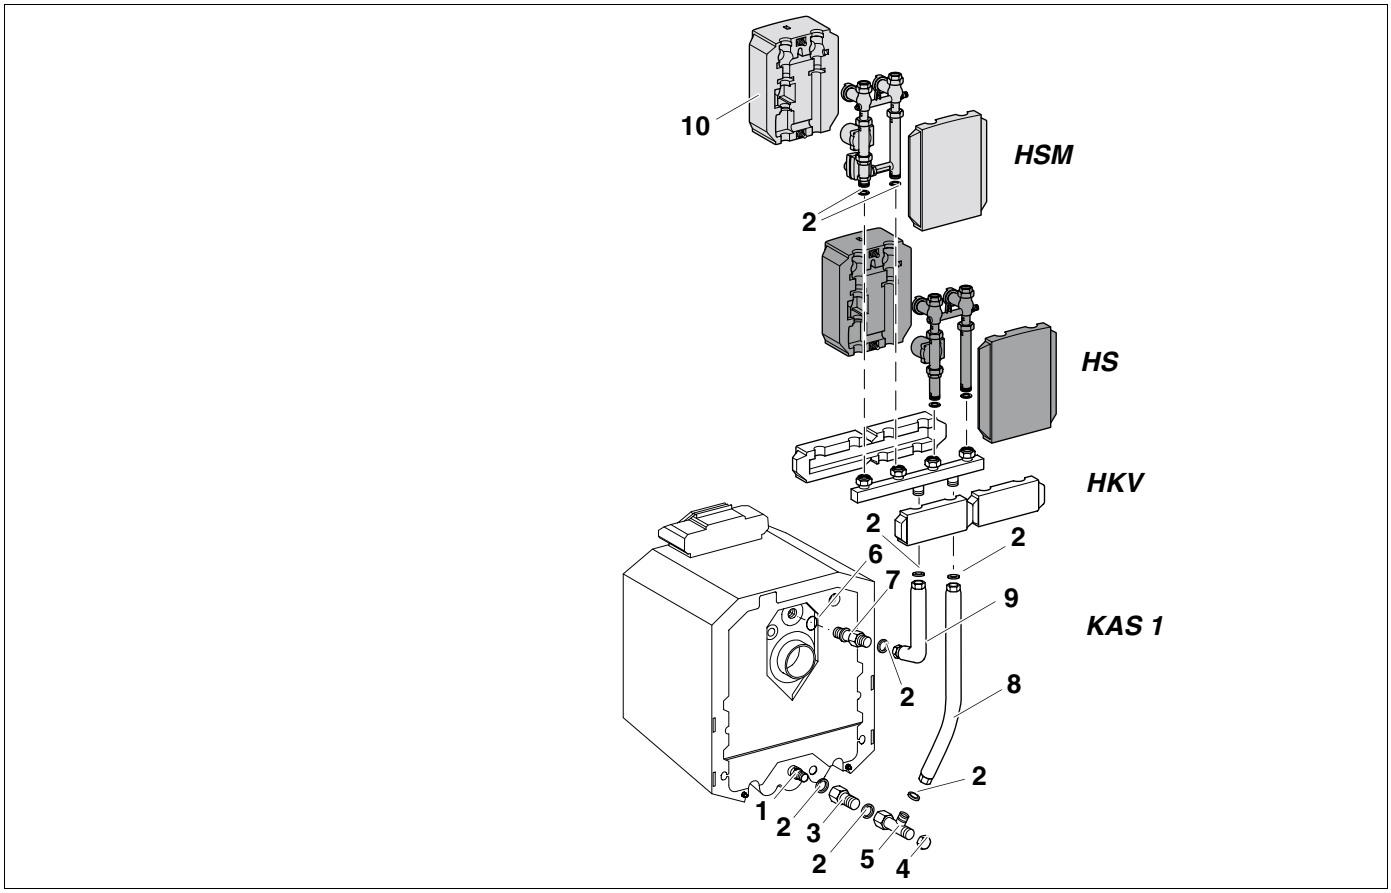

Afb. 4 Opbouw achteraan met verdeelcollector
Legende voor afb. 4
- Schroef de verdeelcollector conform afb. 4 aan de aansluitset voor ketel (KAS 1). Wanneer de verdeelcollector niet conform afb. 4 wordt aangesloten, kan hij niet functioneren, omdat het vertrek en de retour verwisseld zijn.
- Plaats de pompgroep zonder (HS) of met mengklep (HSM) volgens afb. 4 op de verdeelcollector, draai de schroefkoppelingen aan en controleer op dichtheid.